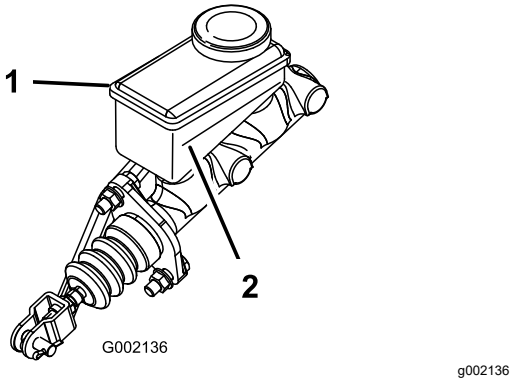

Figur 51
3. Se på siden av beholderen for å se væskenivået (Figur 51).
B. Hell DOT 3-bremsevæske i beholderen til væskenivået er over minimumslinjen (Figur 51).